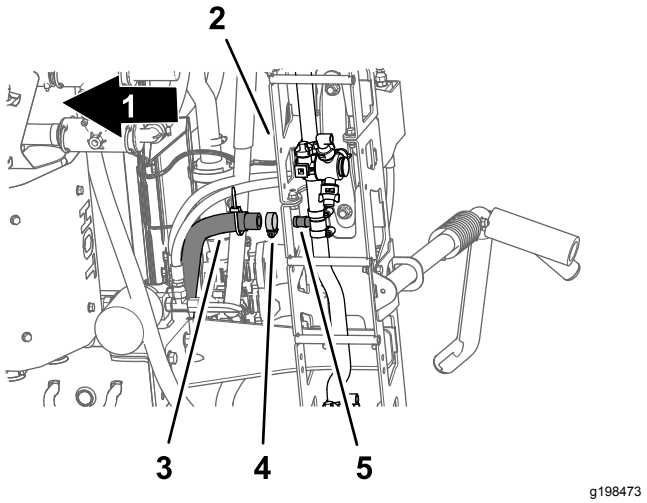

Figur 34
5. Under den midtre sprederseksjonen, fjern slangeklemmen som fester forsyningsslangen for den midtre sprederseksjonen til T-koblingen med mothake (Figur 34).